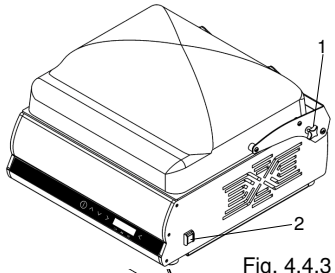

Fig. 4.4.3
2. Unscrew the black knob (ref. 1 in fig. 4.4.3) on the right side of the machine to free the hood in order to start operation.
3. Power up the machine with the switch (ref. 2 in fig. 4.4.3) on the right side.